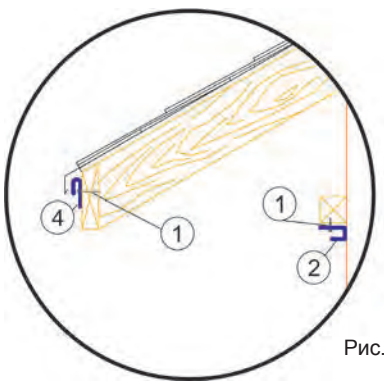

Рис. 8
На лобовой доске закрепите финишные планки (4) с помощью саморезов (1) (рис. 8).
Закрепите G-планки (2) на направляющих брусках с помощью саморезов (1) (рис. 8).